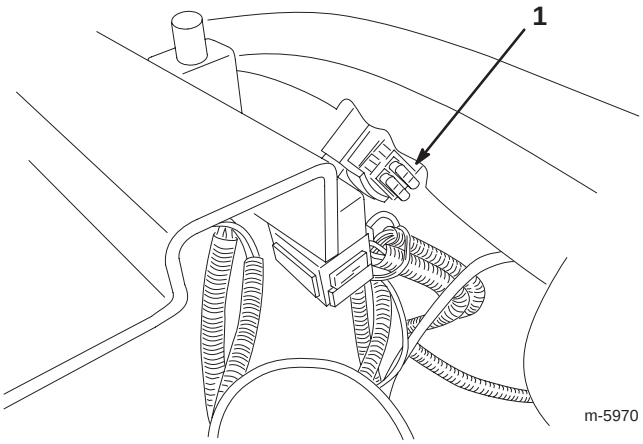

Figure 27
1. Pull out the fuse (Fig. 27) to remove it from the socket.